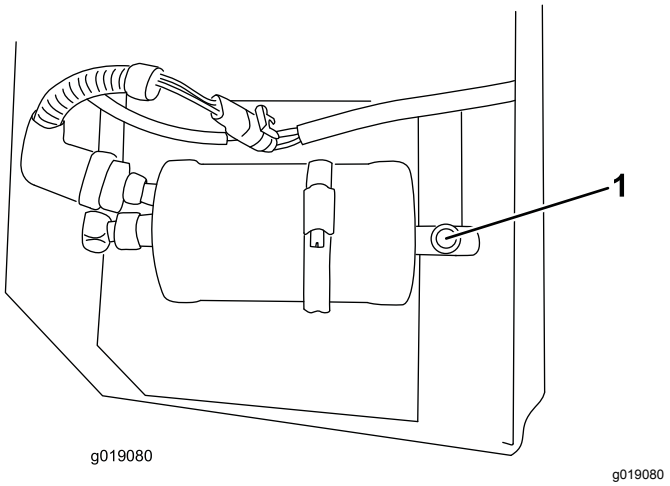

Figur 15
1. Bruke siktmåleren i samletanken til å kontrollere kjølemiddelnivået (Figur 15).